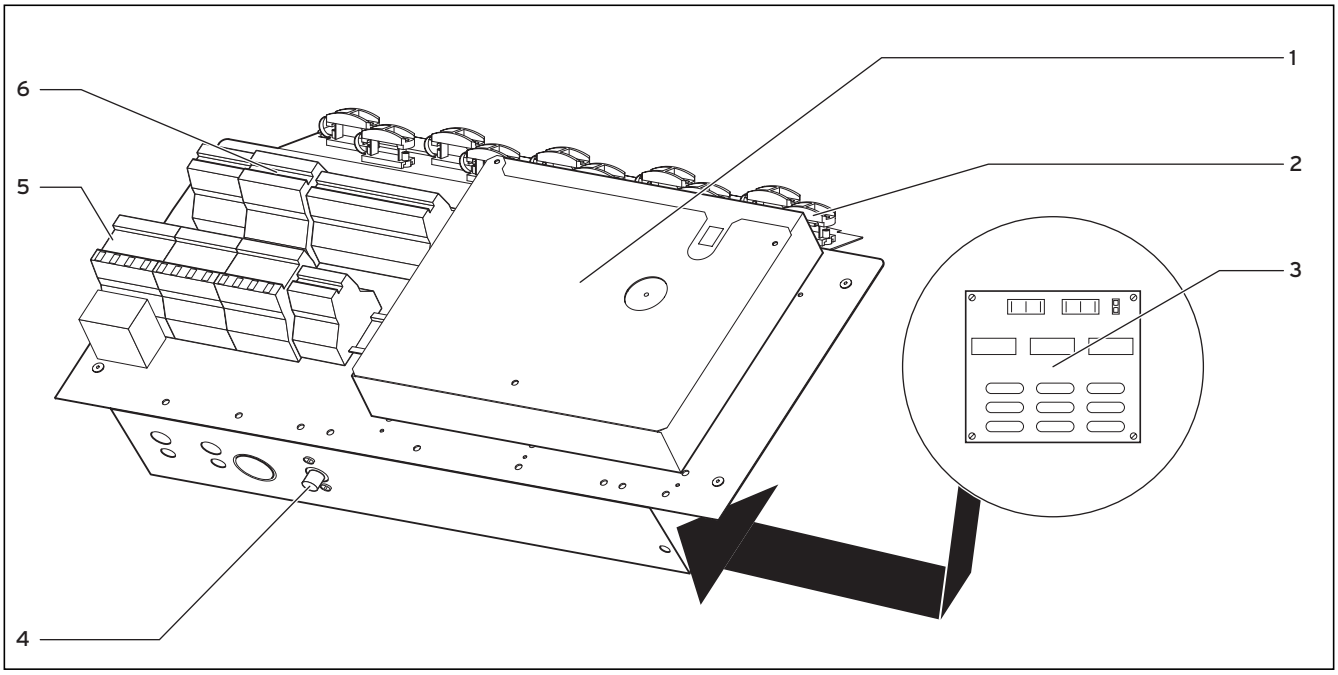

**Afb. 6.1 Elektrische schakelkast**
- Meng in een extern reservoir (bijv. kunststof jerrycan, zie afb. 6.1, pos. **66**) water en antivries in de voorgeschreven concentratie. Elke mengserie moet zorgvuldig worden vermengd.
**Legenda bij afb. 6.1**
Een motorveiligheidsschakelaar in de warmtepomp (zie afb. 6.1, pos. **5**) beveiligt de externe bronpomp tegen overbelasting. Stel hiervoor op de motorveiligheidsschakelaar de nominale stroom van de bronpomp (0,8 – 2,7 A) in.
- Monteer de printplaat van de aanloopstroombegrenzer, zoals beschreven in de handleiding ervan, onder de thermostaatprintplaat (zie afb. 6.1).